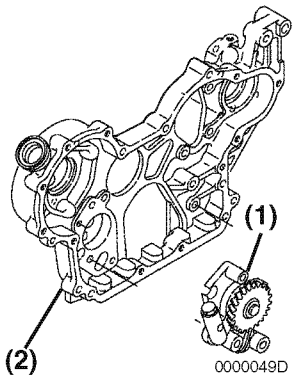

Figure 9-24
2. Remove the oil pump assembly bolts. Remove the oil pump assembly **(Figure 9-24, (1))** from the gear case housing **(Figure 9-24, (2))**.